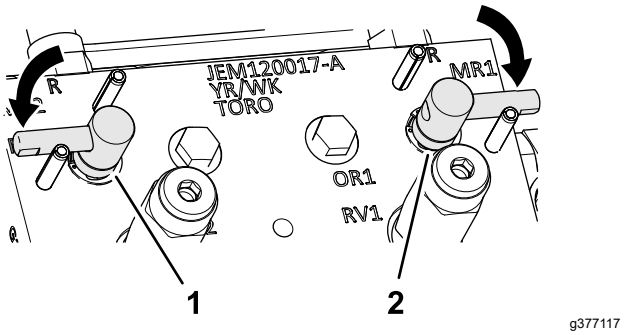

Figur 153
3. Flyt baglapningsgrebene til positionen F (klipning) (Figur 153).